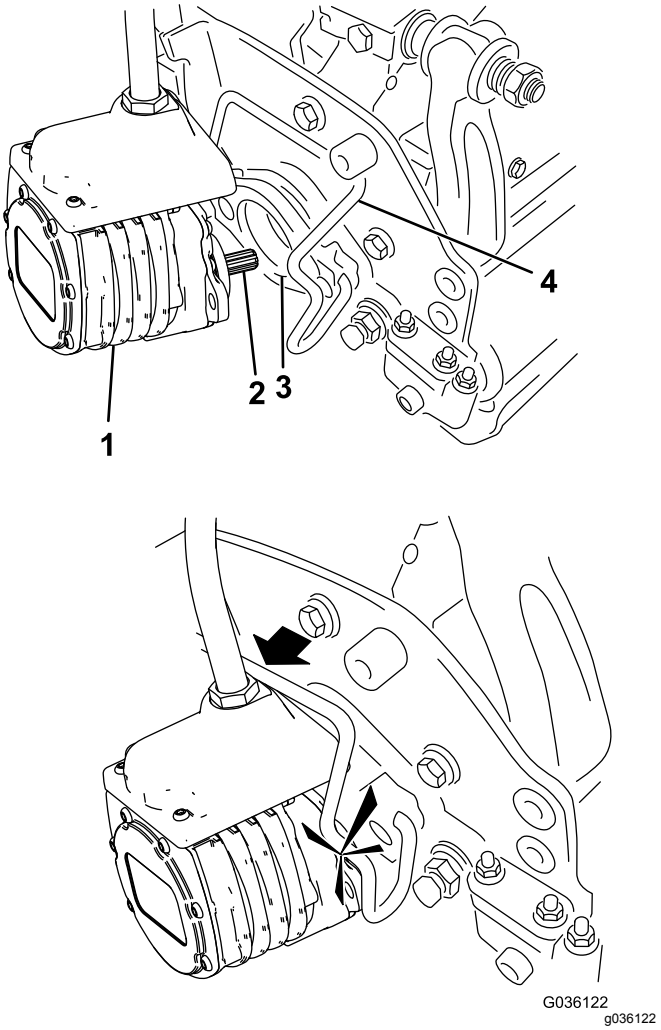

Figuur 50
6. Smeer schoon vet op de sleufas van de motor van het maaidek (Figuur 50).
7. Steek de motor in de linkerkant van het maaidek (gezien vanuit de bestuurdersstoel) en trek de motorbevestigingsstang op het maaidek in de richting van de motor totdat u aan beide kanten een klik hoort (Figuur 50).